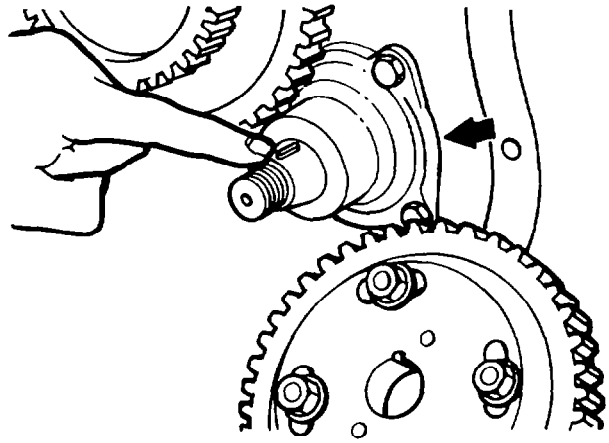

Fig. 68 — Fitting Pump Drive Shaft Housing
c. Fit the injection pump drive shaft housing to the block; install the retaining bolts and torque to 48 Nm (35 lb.ft) (see fig. 68).